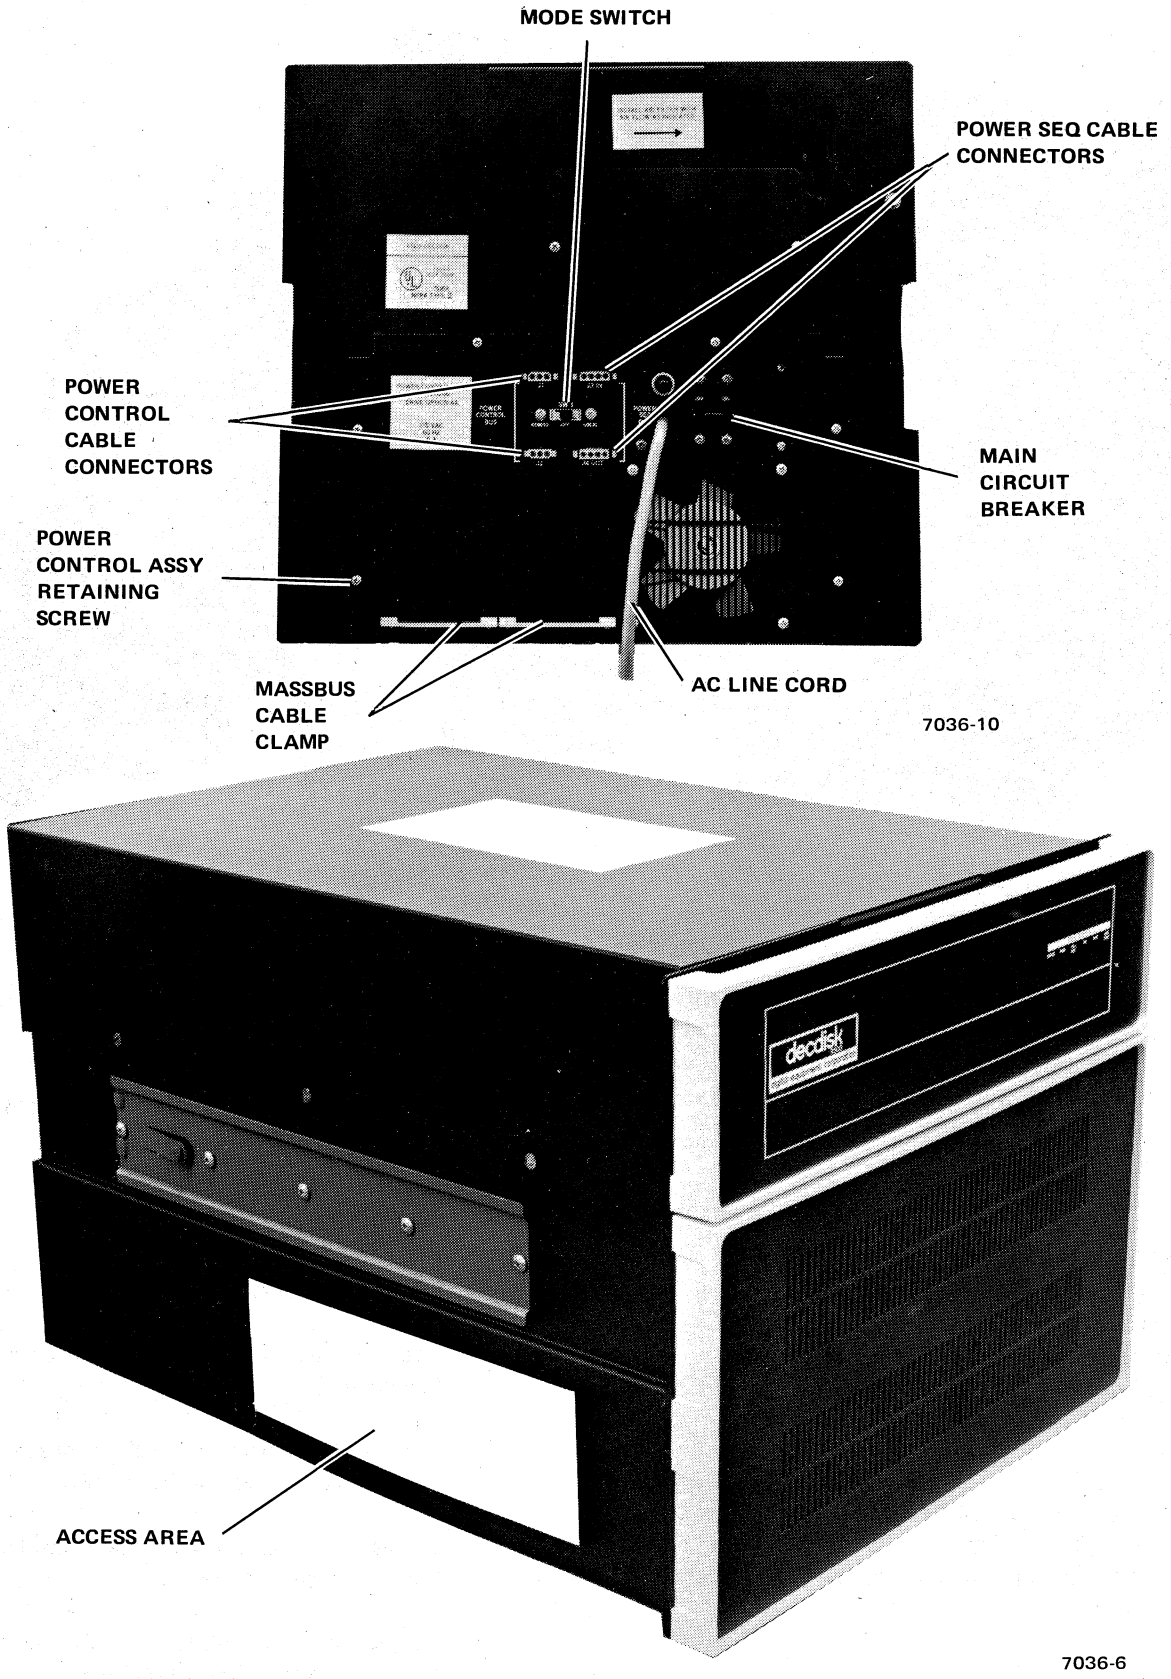

Figure 4-5 Power/Control Assembly Removal and Replacement
1. Stop the drive motor; remove all power from the drive by setting the mode switch SW1 (Figure 4-5) to OFF and turning the main circuit breaker to OFF. The drive motor should stop within 5 minutes.
1. Slide the Power/Control Assembly into the drive and secure it with the previously removed hardware (Figure 4-5).